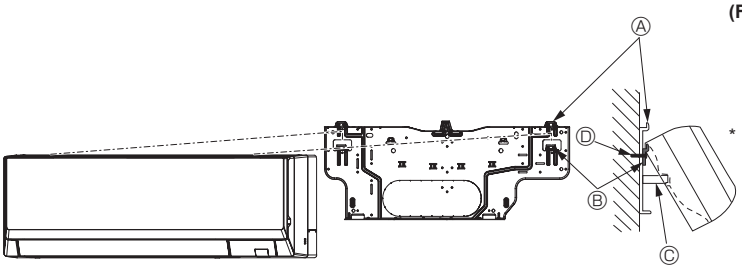

Fig. 3-12
- **Si l’appareil intérieur ne peut être suspendu et soulevé à l’aide du crochet classique (la dimension de 2.1. Ⓚ (espacement entre le plafond et l’appareil) est de 75 mm, 2-61/64 pouces ou moins), suspendez l’appareil sur le crochet inférieur du tuyau gauche. (Fig. 3-12)**
(Fig. 3-12)